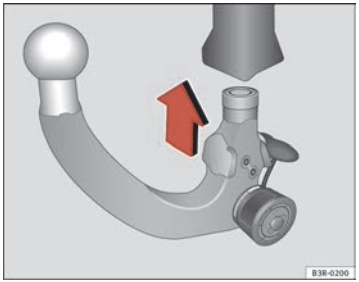

Fig. 158 Removable towing bracket: inserting the ball joint ▶
– With the spring mechanism in the ready position, insert the ball joint into the mounting fixture and push it upwards ⇒ page 199, fig. 158 in the direction indicated (arrow) ⇒ ⚠. It should lock into position automatically. You should now clearly hear it click into place.